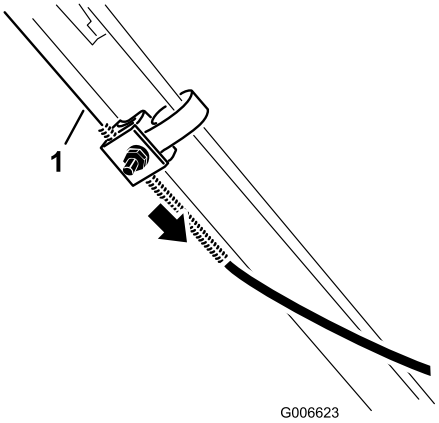

Figur 30
6. Træk kabelkappen ned (mod plæneklipperen), så kablet ikke sidder løst (Figur 30).